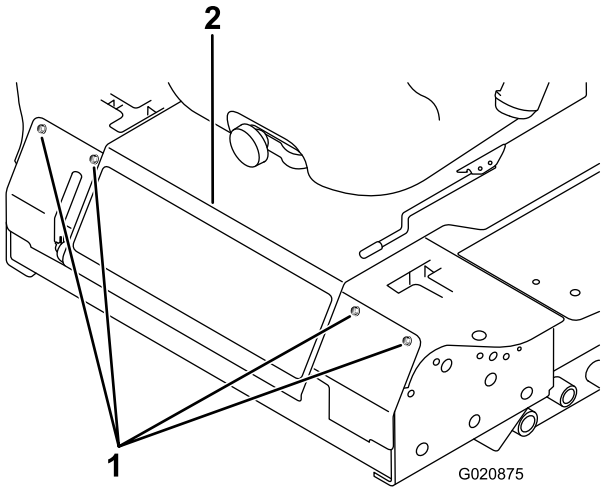

Figuur 55
3. Draai de bouten los waarmee het voorpaneel vastzit, en verwijder het paneel (Figuur 55).